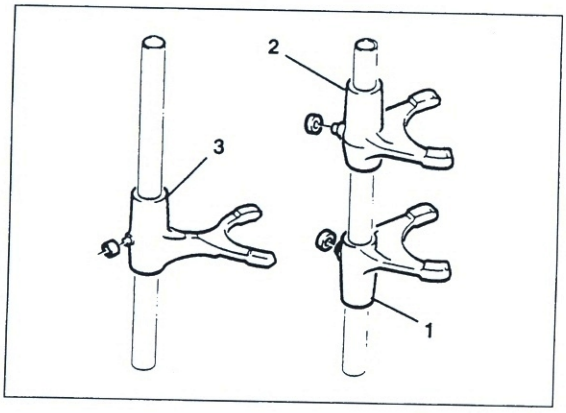
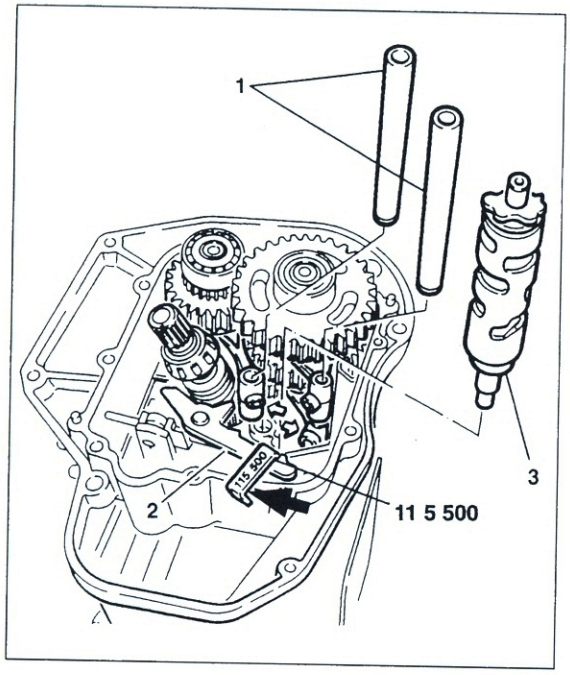

Bild 162
Bild 163
- Vor Montage der Schaltgabeln (Bild 162), Rollen mit Fett auf Zapfen «befestigen«.
- Schaltgabel 5. Gang ① Bild 162 mit kurzem Führungsende nach oben in Stirnrad der Abtriebswelle einsetzen.
- Schaltgabel ② (1. und 2. Gang) mit kurzem Führungsende nach unten in Stirnrad der Abtriebswelle einsetzen.
- Schaltgabel ③ (3. und 4. Gang; schmale längliche Form) mit kurzem Führungsende nach unten in Stirnrad der Zwischenwelle einsetzen.
- Schaltklinke ② Bild 163 von Hand zurückziehen und an Gehäusewand mit zurechtgebogenem Blechstück (oder BMW-Spezialwerkzeug Nr. 11 5 500) arretieren.